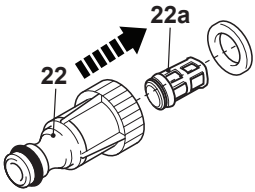

Fig. 24-1
2. Unscrew and remove the water inlet hose adaptor with water filter (22) from the water inlet (6).
3. Disassemble the water inlet hose adaptor with water filter (22) (Fig. 24-1).